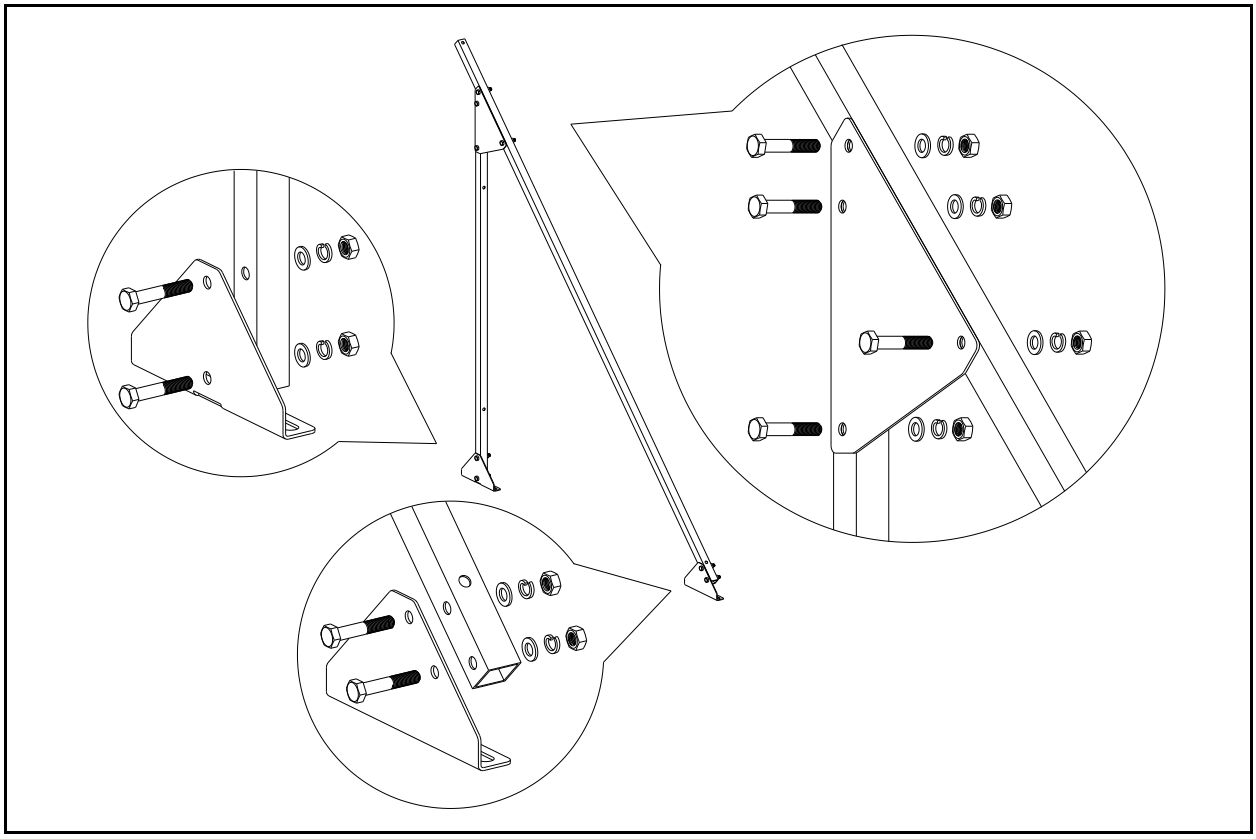

Рис. 21 Сборка опоры
2) собрать опоры как показано на рис. 21 с использованием 8-ми комплектов крепежа с болтом М8х45;